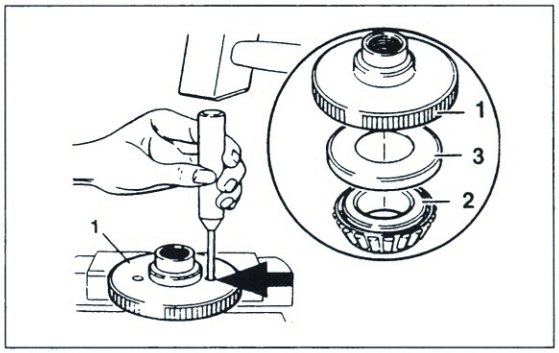

Bild 229
● Oberes Lenklager mit passendem Dorn aus Einstellring ① Bild 229 herausschlagen.